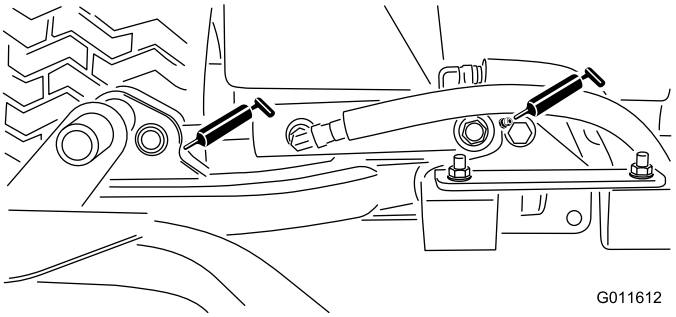

Figur 30
- Løftearmssylindere for klippeenheten (2 hver) (Figur 30)
- Løftearmsdreietapper (1 hver) (Figur 30)